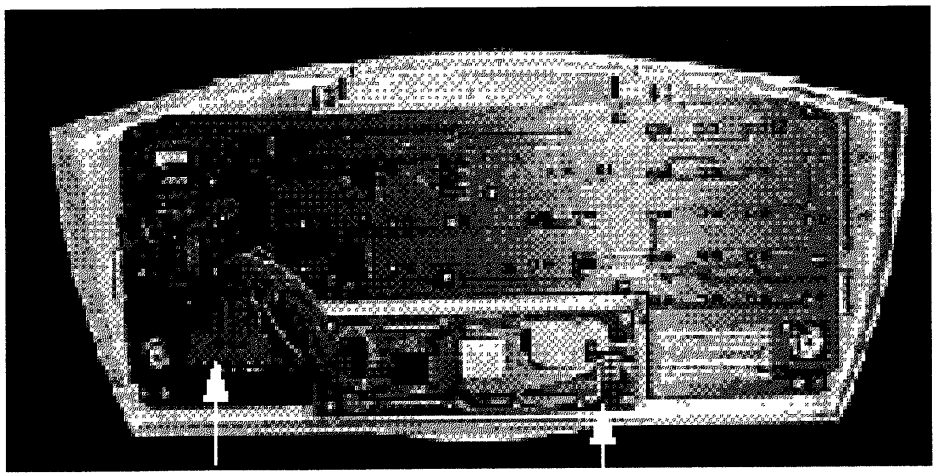

Рис. 4-37 **ЖК дисплей**
3. Отсоедините жгут ЖК дисплея от разъема J1 на плате панели управления (рис. 4-37).